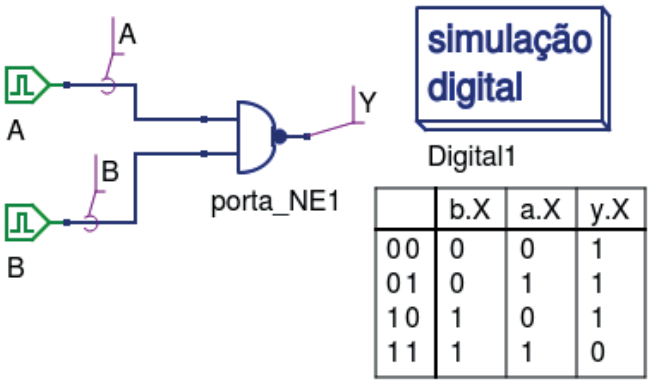

Figura 3.17 – Simulação da porta NE de 2 entradas no Qucs.
28. Utilizando o software de simulação Qucs, simule a porta NE (NAND) de modo semelhante ao simulado anteriormente para a porta E (AND) conforme a figura 3.17. Compare os dados da tabela do Qucs com a tabela 3.5.